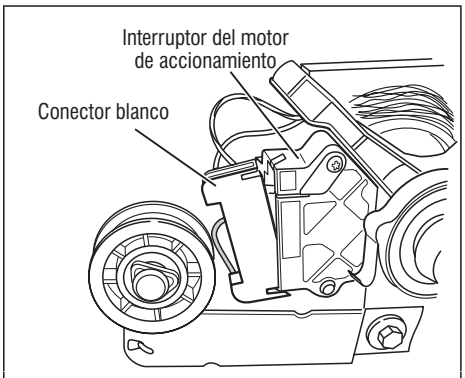

Figura 6 *Retire el conector blanco.*
5. Retire el conector blanco del interruptor del motor de accionamiento. Vea la figura 6.